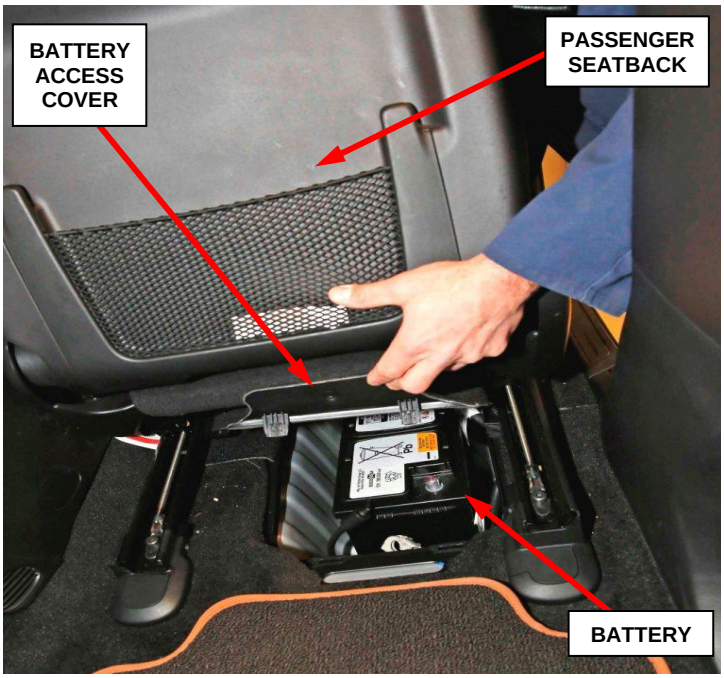

Figure 2 – Battery Access
5. Disconnect and isolate the battery negative cable by loosening the captive nut securing the terminal end to the post. Do no attempt to remove the captive nut as damage to the threads may occur (Figure 2).
29. Connect the negative battery cable 5 N·m (44 In. Lbs.) (Figure 2).
30. If equipped with an Intelligent Battery Sensor (IBS), connect the IBS connector (Figure 2).
31. Install the battery access cover located under the passenger front seat (Figure 2).
24. Connect the negative battery cable 5 N·m (44 In. Lbs.) (Figure 2).